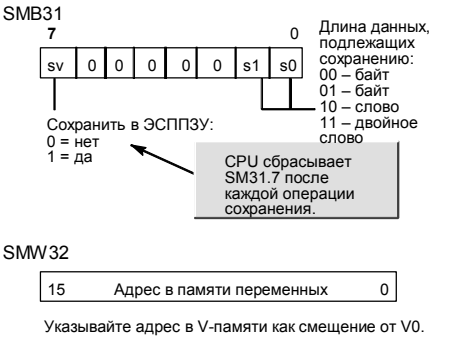

Рис. 4–20. SMB31 и SMW32
2. Загрузите длину данных в SM31.0 и SM31.1, как показано на рис. 4–20.